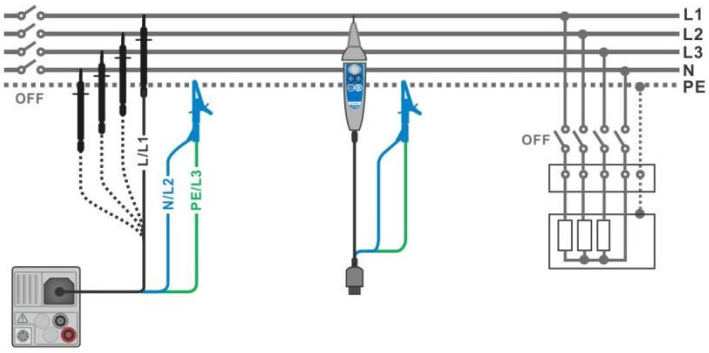
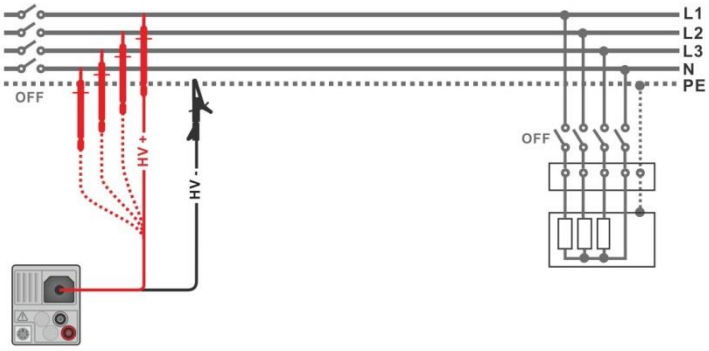

Figure 4.7: Connection of 3-wire test lead and Tip commander ($U_N \leq 1$ kV)
Figure 4.8: Connection of 2.5 kV test lead (U_N =2.5 kV)
- Connect test leads to object under test (see ***Figure 4.7*** and ***Figure 4.8***).